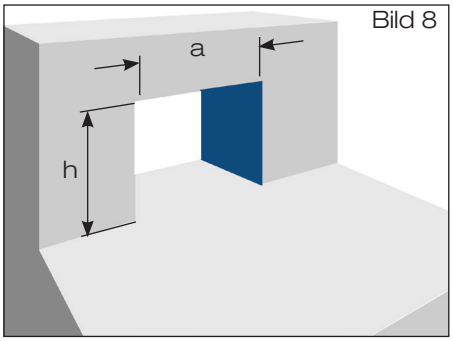

Bild 8
2.8 Attikadurchbruch nach Tabelle 2 erstellen (Bild 8).